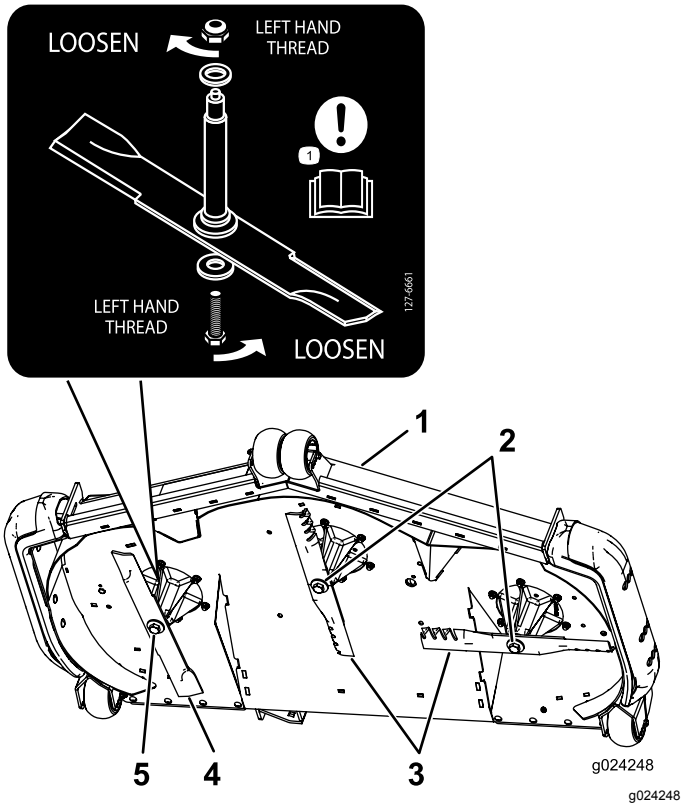

Figur 92
Viktigt: **Den högra kniven på det här klippdäcket roterar moturs och har en vänstergängad knivskruv. Använd Figur 92 för rätt placering av gräsklipparknivarna.**
3. Avlägsna den högra knivskruven (den vänstergängade skruven), den böjda brickan samt kniven från spindelaxeln (Figur 92).
Obs: Anteckna knivtypen och var varje kniv är monterad. Se Figur 92 för rätt position.